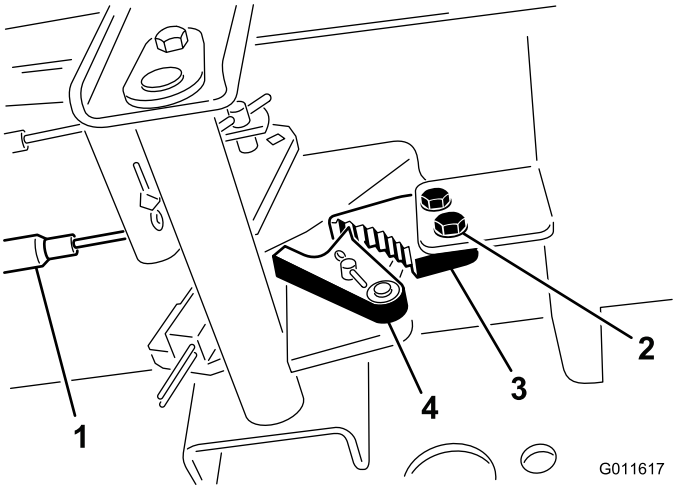

Figuur 69
1. Draai de 2 schroeven los waarmee de pal van de parkeerrem is bevestigd aan het frame (Figuur 69).
2. Trap het pedaal van de parkeerrem naar voren totdat de remvergrendeling de rempal geheel vastgrijpt (Figuur 69).